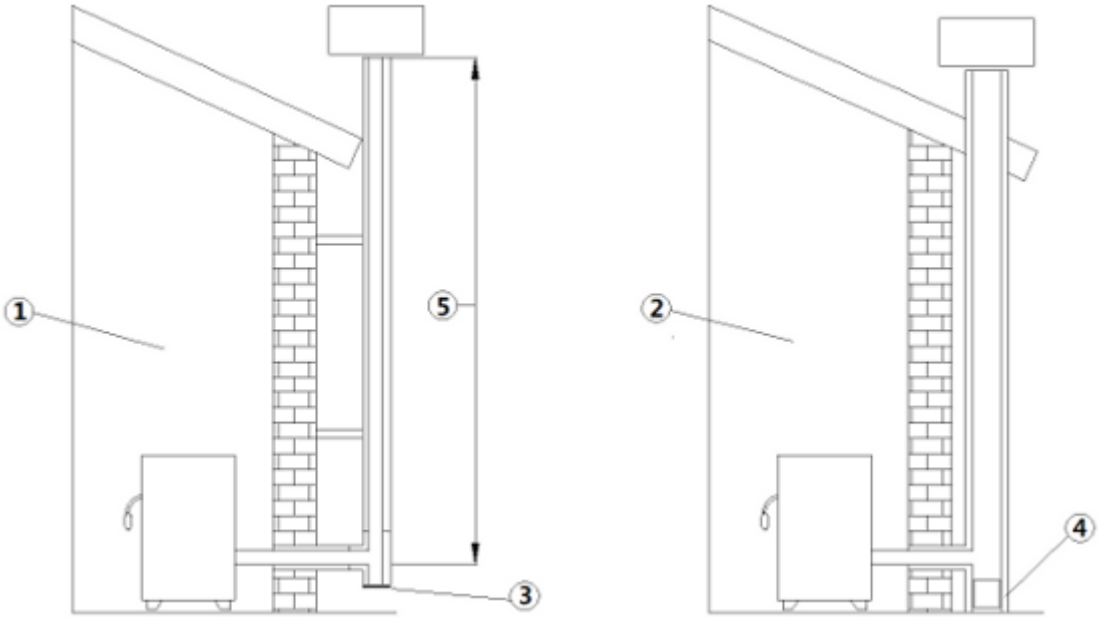

Fig. 1 - Rauchabzüge
LEGENDE	*Fig. 1 auf S. 7*
- Der Schornstein muss unabhängig sein (siehe **Fig. 1 auf S. 7**)mit isolierten Edelstahl-Rohren (1) oder an einem bereits bestehendem Rauchabzug (2).
- Beide Lösungen müssen einen Inspektionsdeckel (3) und / oder eine Inspektionstür haben (4).